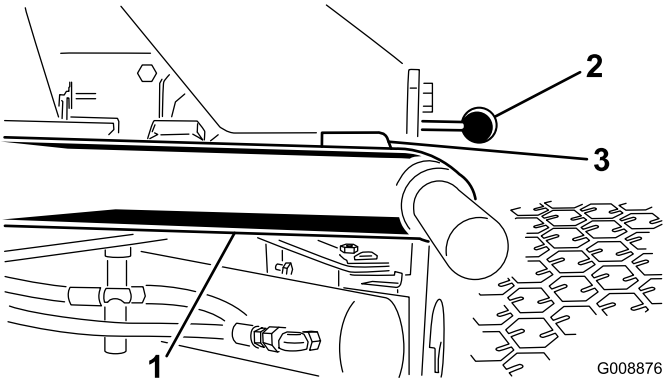

**Figur 11**
1. Starta motorn, höj klippenheterna och kontrollera att spelet mellan varje lyftarm och golvplattans fäste är 5–8 mm (Figur 11).